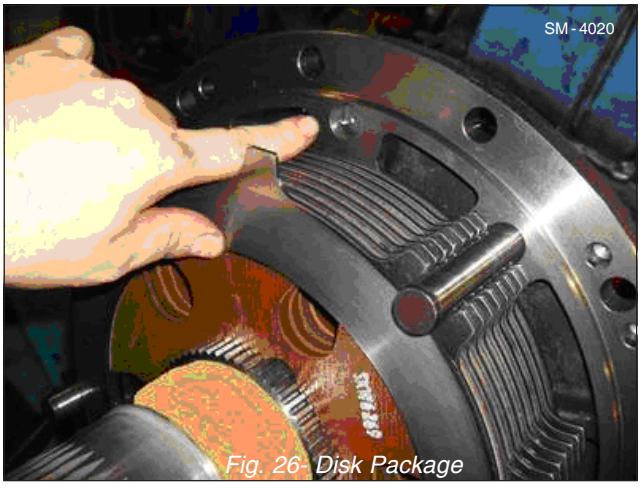

Fig. 26- Disk Package
22.Start to reinstall the disk package with a lined disk. Install the disk with middle groove on top.Refer to fig.26
23.Set the lower steel disks (36) out of measuring line